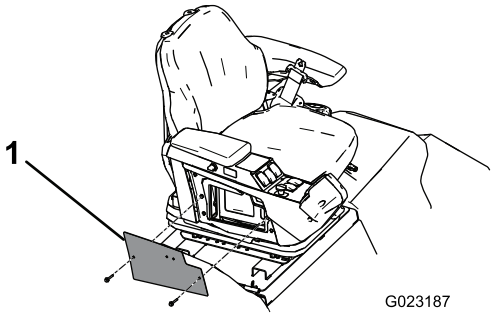

Bild 5
1. Entfernen Sie die zwei Schrauben, mit denen die Platte an der rechten Abdeckung des Steuerarms befestigt ist (Bild 5). Nehmen Sie die Platte vom Steuerarm ab.